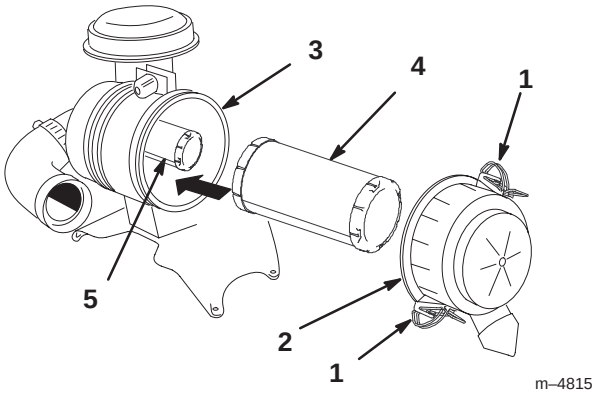

Figure 35
2. Ouvrez les dispositifs de verrouillage du filtre et ôtez le couvercle du corps du filtre (Fig. 35).
4. Sortez l'élément primaire du corps du filtre avec précaution (Fig. 35). Évitez de cogner l'élément à l'intérieur du corps.
2. Si vous remplacez l'élément de sécurité, insérez-le avec précaution dans le corps du filtre (Fig. 35).
3. Installez ensuite l'élément primaire sur l'élément de sécurité avec les mêmes précautions (Fig. 35). Assurez-vous qu'il est bien engagé en appuyant sur le rebord extérieur de l'élément que vous installez.
4. Reposez le couvercle, le côté portant l'inscription **UP** étant tourné vers le haut, et verrouillez les fixations (Fig. 35).